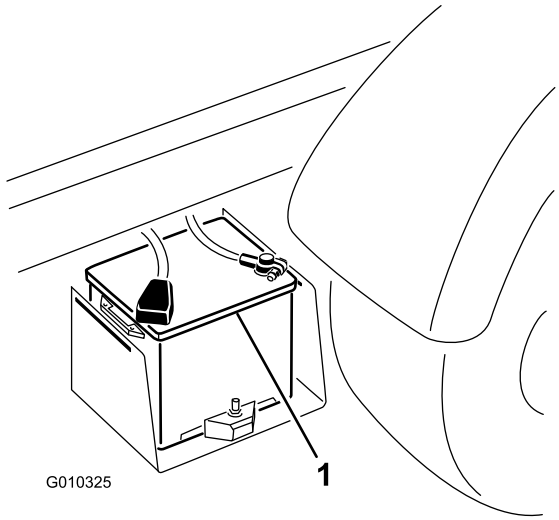

Figura 54
2. Ligue um cabo entre os terminais positivos das duas baterias (Figura 54). O terminal positivo pode identificar-se por um sinal + na parte de cima da tampa da bateria.